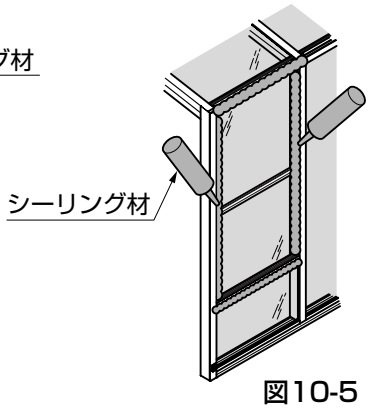

図10-5
⑦上げ下げ窓を取付け後、受け枠とのはめ合わせ箇所にシーリングをしてください。(図10-5参照)